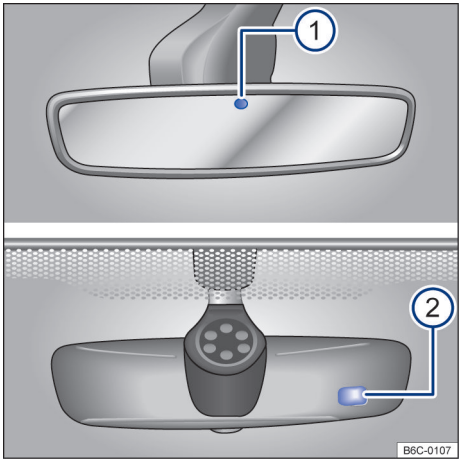

Fig. 77 No para-brisa: espelho retrovisor interno com antiofuscante automático.
Com a ignição ligada, os sensores medem a incidência da luz por trás → Fig. 77 ① e pela frente ②.